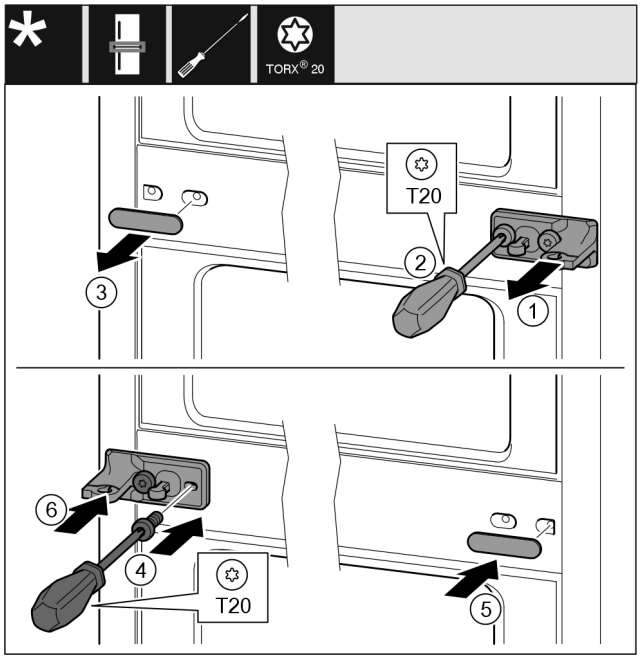

Fig. 13
- ▶ Retirer la rondelle *Fig. 13 (1)*.
- ▶ Retirer les vis *Fig. 13 (2)* avec un tournevis.
- ▶ Retirer le cache *Fig. 13 (3)* avec précaution.
- ▶ Visser fermement le support de palier avec film *Fig. 13 (4)* tourné de 180° de l'autre côté.
- ▶ Installer le cache *Fig. 13 (5)* tourné de 180° de l'autre côté.
- ▶ Insérer la rondelle *Fig. 13 (6)*.